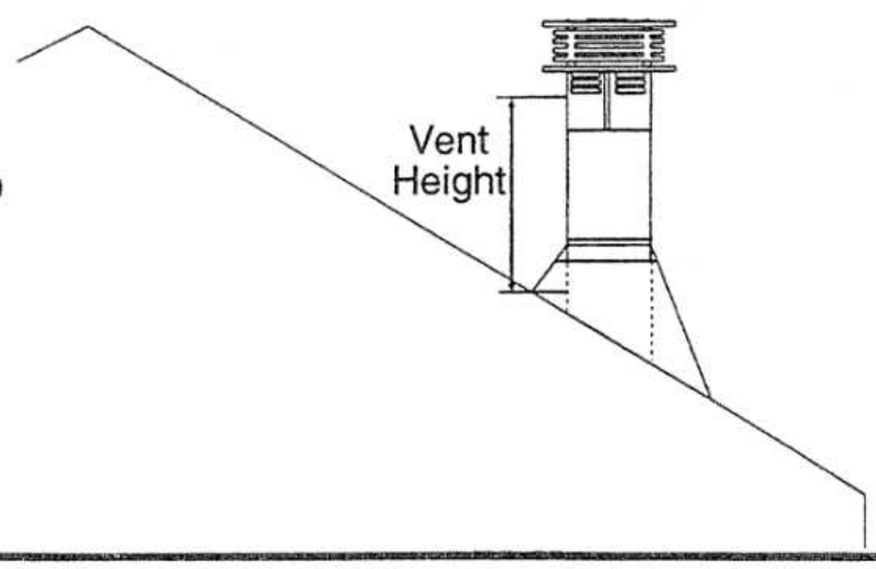

Fig. 10
7) Continue to add pipe sections until the height of the Vent Cap meets the minimum building code requirements described in Fig. 10 and the Roof Pitch/Vent Height table below. Note that for steep roof pitches, the vent height must be increased. A poor draft, or down drafting, can result from high wind conditions, nearby trees, adjoining roof lines, these cases, increasing the vent height may resolve the problem.